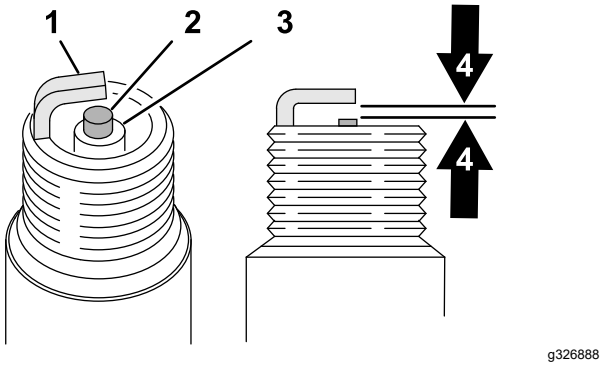

Figuur 30
4. Controleer de bougie op slijtage of schade (Figuur 30).
5. Controleer de elektrodeafstand met een voelermaat (Figuur 30).